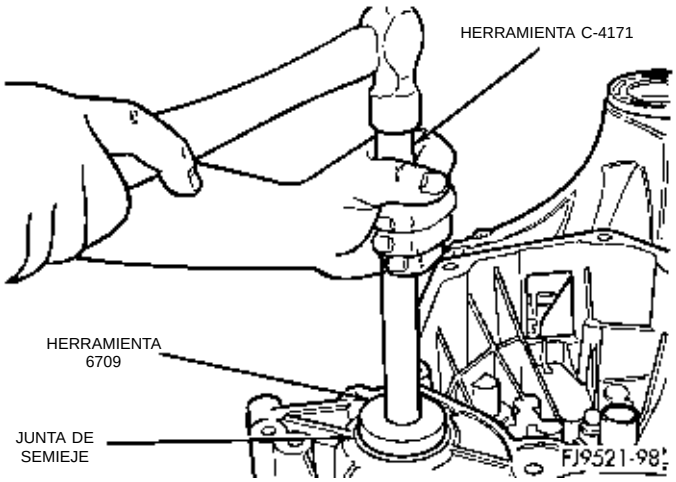

Fig. 122 Instalación de la junta de semieje
(1) Limpie cualquier exceso de sellante del hueco para la junta del semieje.
(2) Alinee la junta de semieje con el hueco para la junta del semieje.
(3) Instale la junta de semieje en la herramienta Nº 6709 con C-4171 e insértela en el hueco para la junta del semieje.
(4) Golpee ligeramente la junta para emplazarla en su posición (Fig. 122).